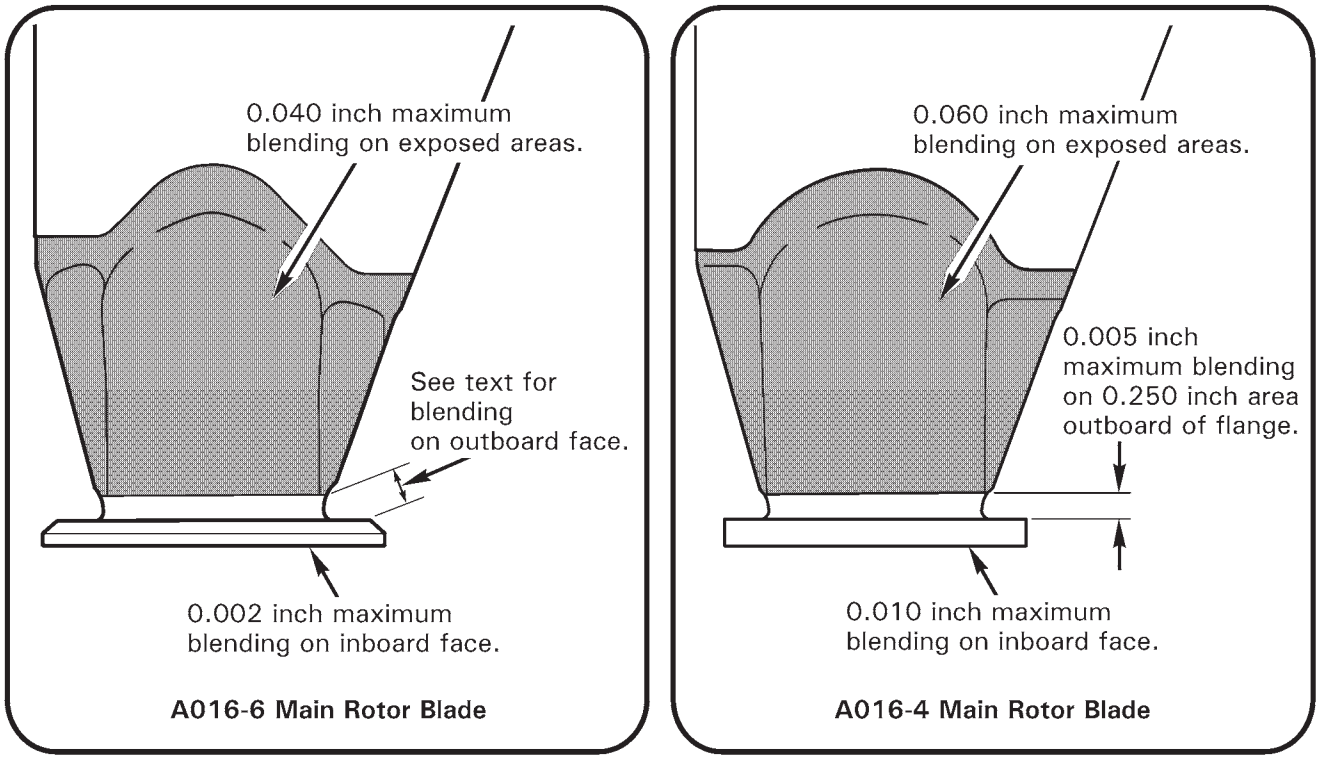

FIGURE 9-7 ROOT FITTING BLEND LIMITS
1. Refer to Figure 9-7. Damage may not exceed the following limits: